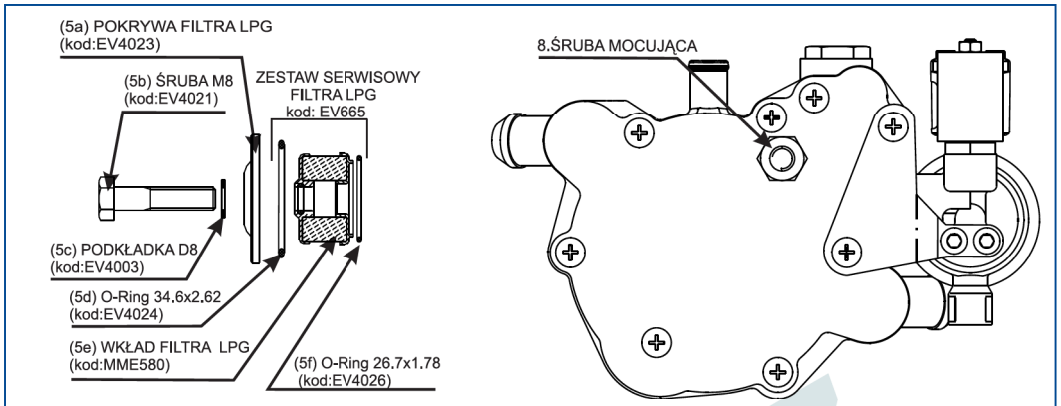

Rys.1.Wymiana filtra LPG.
W celu wymiany wkładu filtra LPG w reduktorze Cometa-i należy (Rys.1):
- odkręcić śrubę #5b mocującą pokrywę filtra LPG #5a rys.1, aby wyjąć zanieczyszczony wkład filtra i oczyścić komorę filtra w reduktorze, następnie włożyć nowy-czysty wkład filtra. Zaleca się wymianę wkładu filtra LPG na oryginalny wraz z o-ringami (zestaw serwisowy zaworu LPG kod: MME 665, lub zestaw serwisowy filtra kod: EV665)